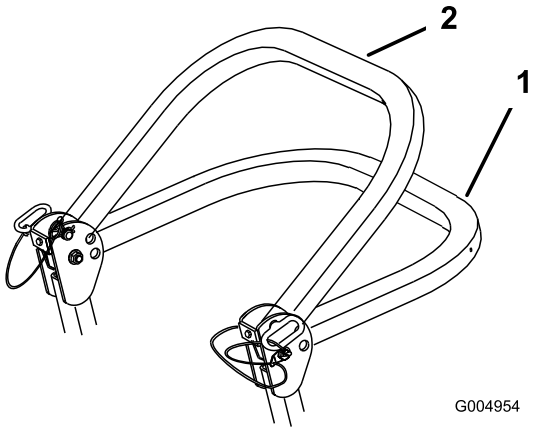

Figur 8
2. Senk veltebøylen til nedre stilling. Det finnes to nedre stillinger. Se Figur 8.